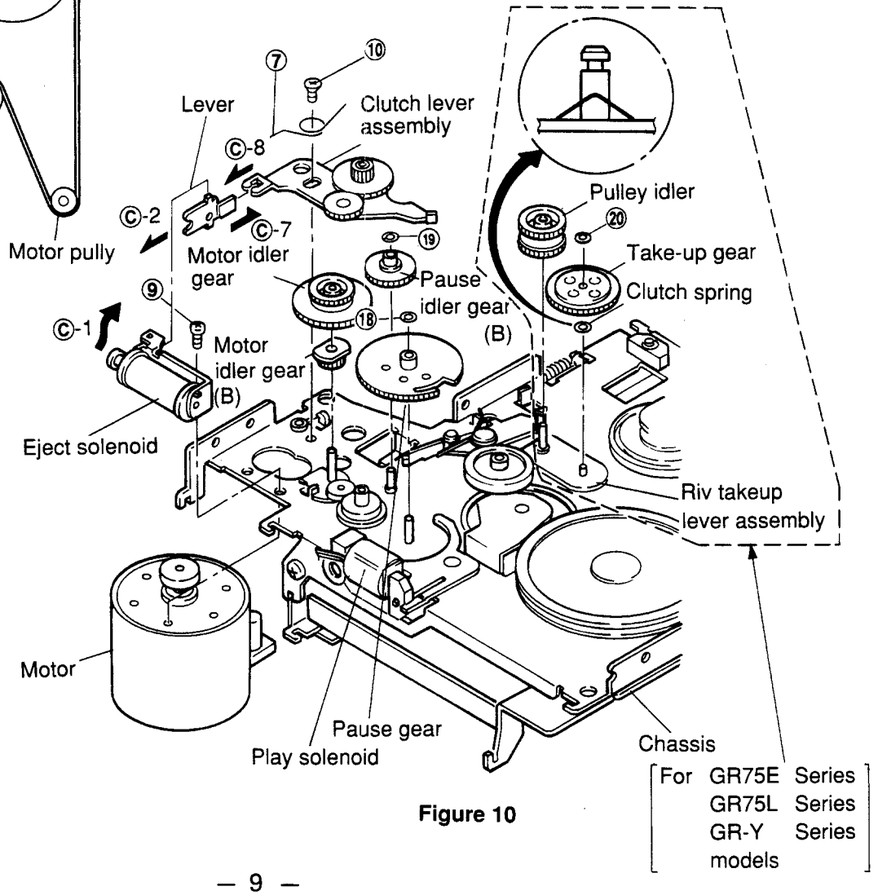

Figure 10
(1) After removing the belt, remove spring ⑦ as shown in Figure 10.
(3) Remove two screws ⑨ and ⑩, and remove the motor, taking care not to damage the motor idler gear. (Refer to Figure 10.)
(4) Mount the new motor following the removal steps in the reverse order.
(2) Remove screw ⑨ and remove the solenoid as shown in Figure 10.
(3) Align position Ⓒ-1 of the new solenoid with position Ⓒ-2 of the lever and fasten the screw as shown in Figure 10.
(4) Lead the wire through the tube and solder it.
(1) After removing the motor, remove the motor idler gear and the motor idler gear (B) and remove the clutch lever assembly as shown in Figure 10.
Note: When mounting the gears to the lever, apply grease (PG-671) to the position ⓒ-6 as shown in Figure 15. Align the position ⓒ-7 with the position ⓒ-8 and mount the clutch lever as shown in Figures 10 and 15.
(1) Remove M1.2 lock washer ⑱ and remove the pause gear pulling it up from the stud of the chassis as shown in Figure 10.
(2) Mount the new gear following the removal steps in the reverse order.
(1) After removing the motor and the motor idler gear, remove M1.2 lock washer ⑲ and remove the gear by pulling it up from the stud of the chassis as shown in Figure 10.
(2) Mount the new gear by following the removal steps in the reverse order.
(1) After removing the belt and the pulley idler gear, remove M1.2 lock washer ⑳ by pulling it up from the stud of the riv take-up lever assembly as shown in Figure 10.